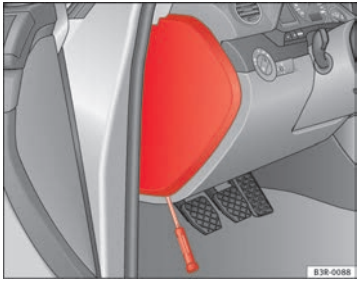

Fig. 190 Left side of dash panel: Fuse box cover
– Remove the fuse cover using a screwdriver ⇒ fig. 190.